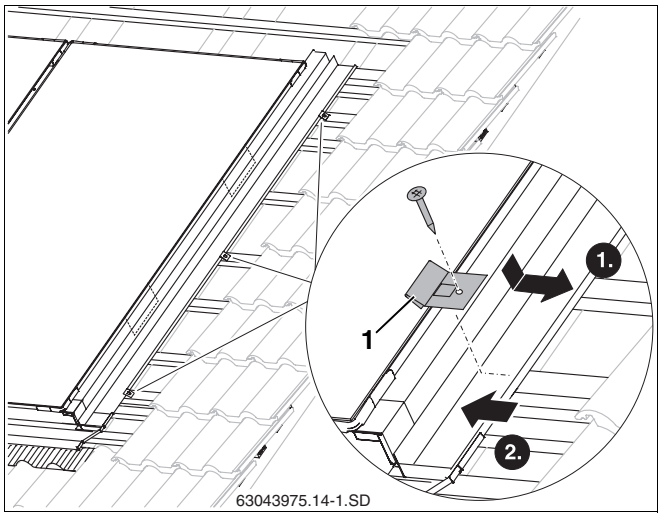

Abb. 50 Seitliches Abdeckblech sichern
- Hafter (Abb. 50, **Pos. 1**) in Kante des seitlichen Abdeckbleches legen.